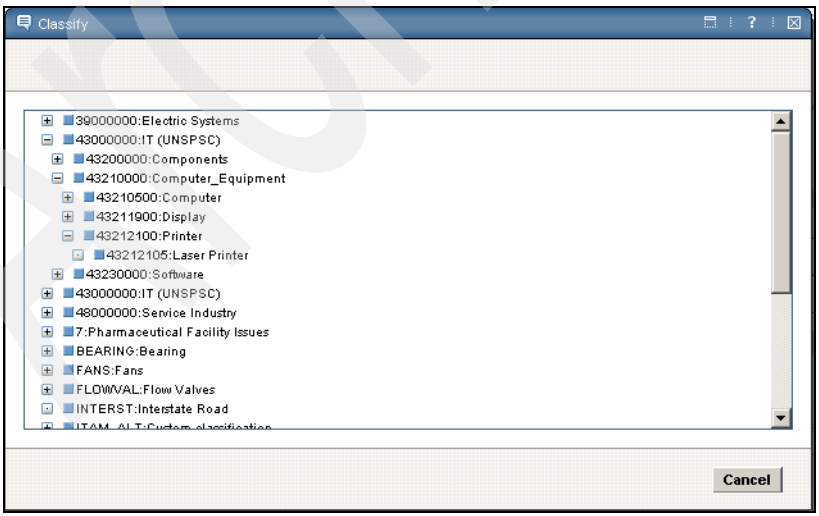

Figure 12-20 IT \ Computer Equipment \ Printer
7. Select **IT \ Computer_Equipment \ Printer** for classification. See Figure 12-20.